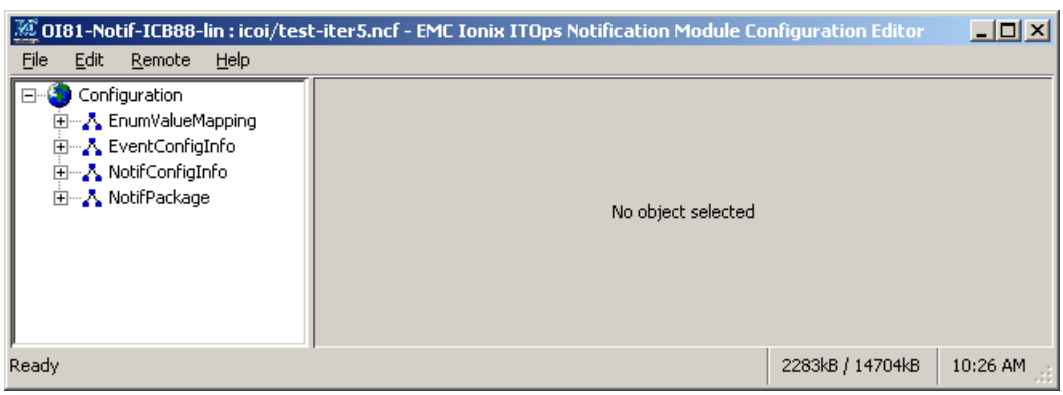

Figure 57 .ncf file from a remote server is now loaded into the EMC Smarts NOTIF Editor
- The word “Ready” appears in the bottom-left corner of the EMC Smarts NOTIF Editor as shown in Figure 57 on page 86.